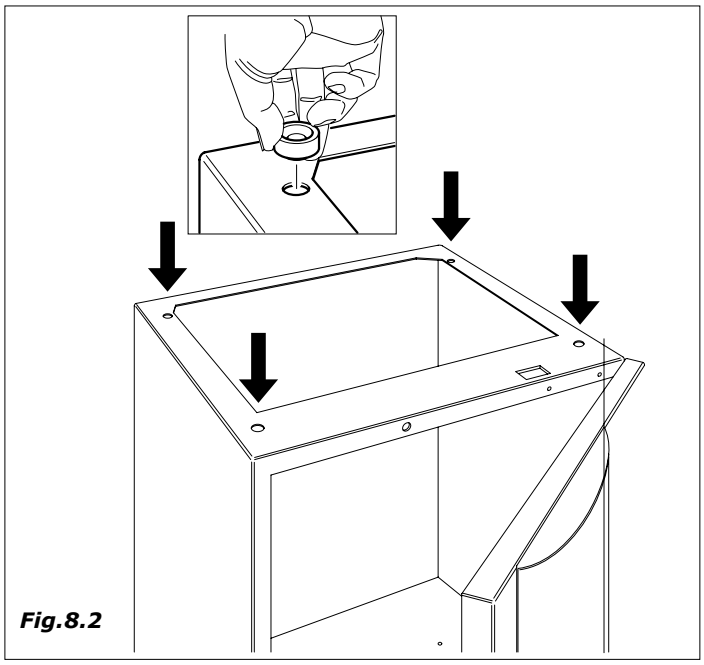

Fig.8.2
- introduzir sobre o móvel base as 4 bússolas de centragem (*Fig. 8.2*)